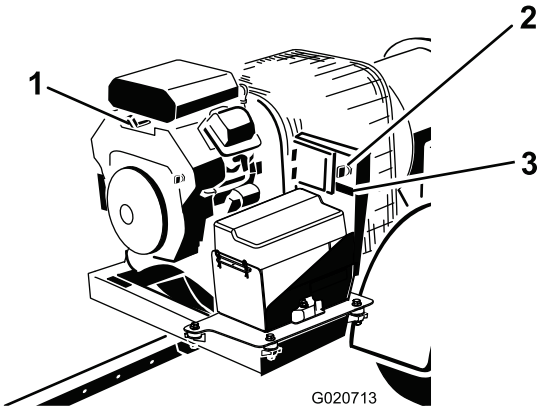

**Figur 11**
3. Drej tændingsnøglen til positionen "START", og sæt den hurtigt herefter i positionen "ON" (Figur 11) Dette aktiverer modtageren .
4. Hvis du forlader maskinen, skal nøglen drejes til positionen FRA og tages ud af tændingen (Figur 11).